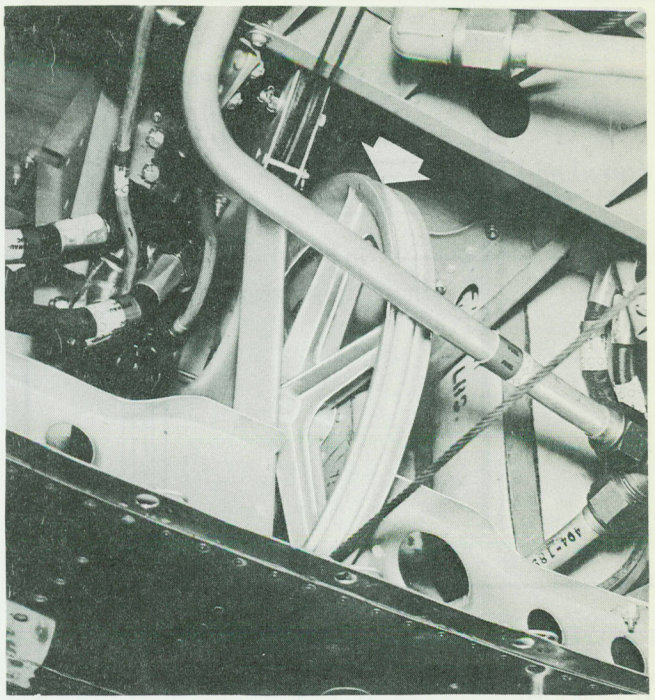
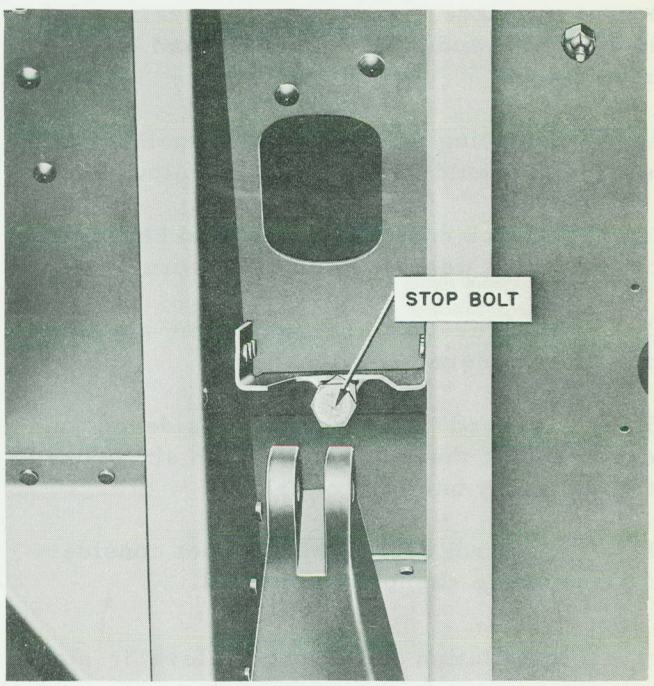
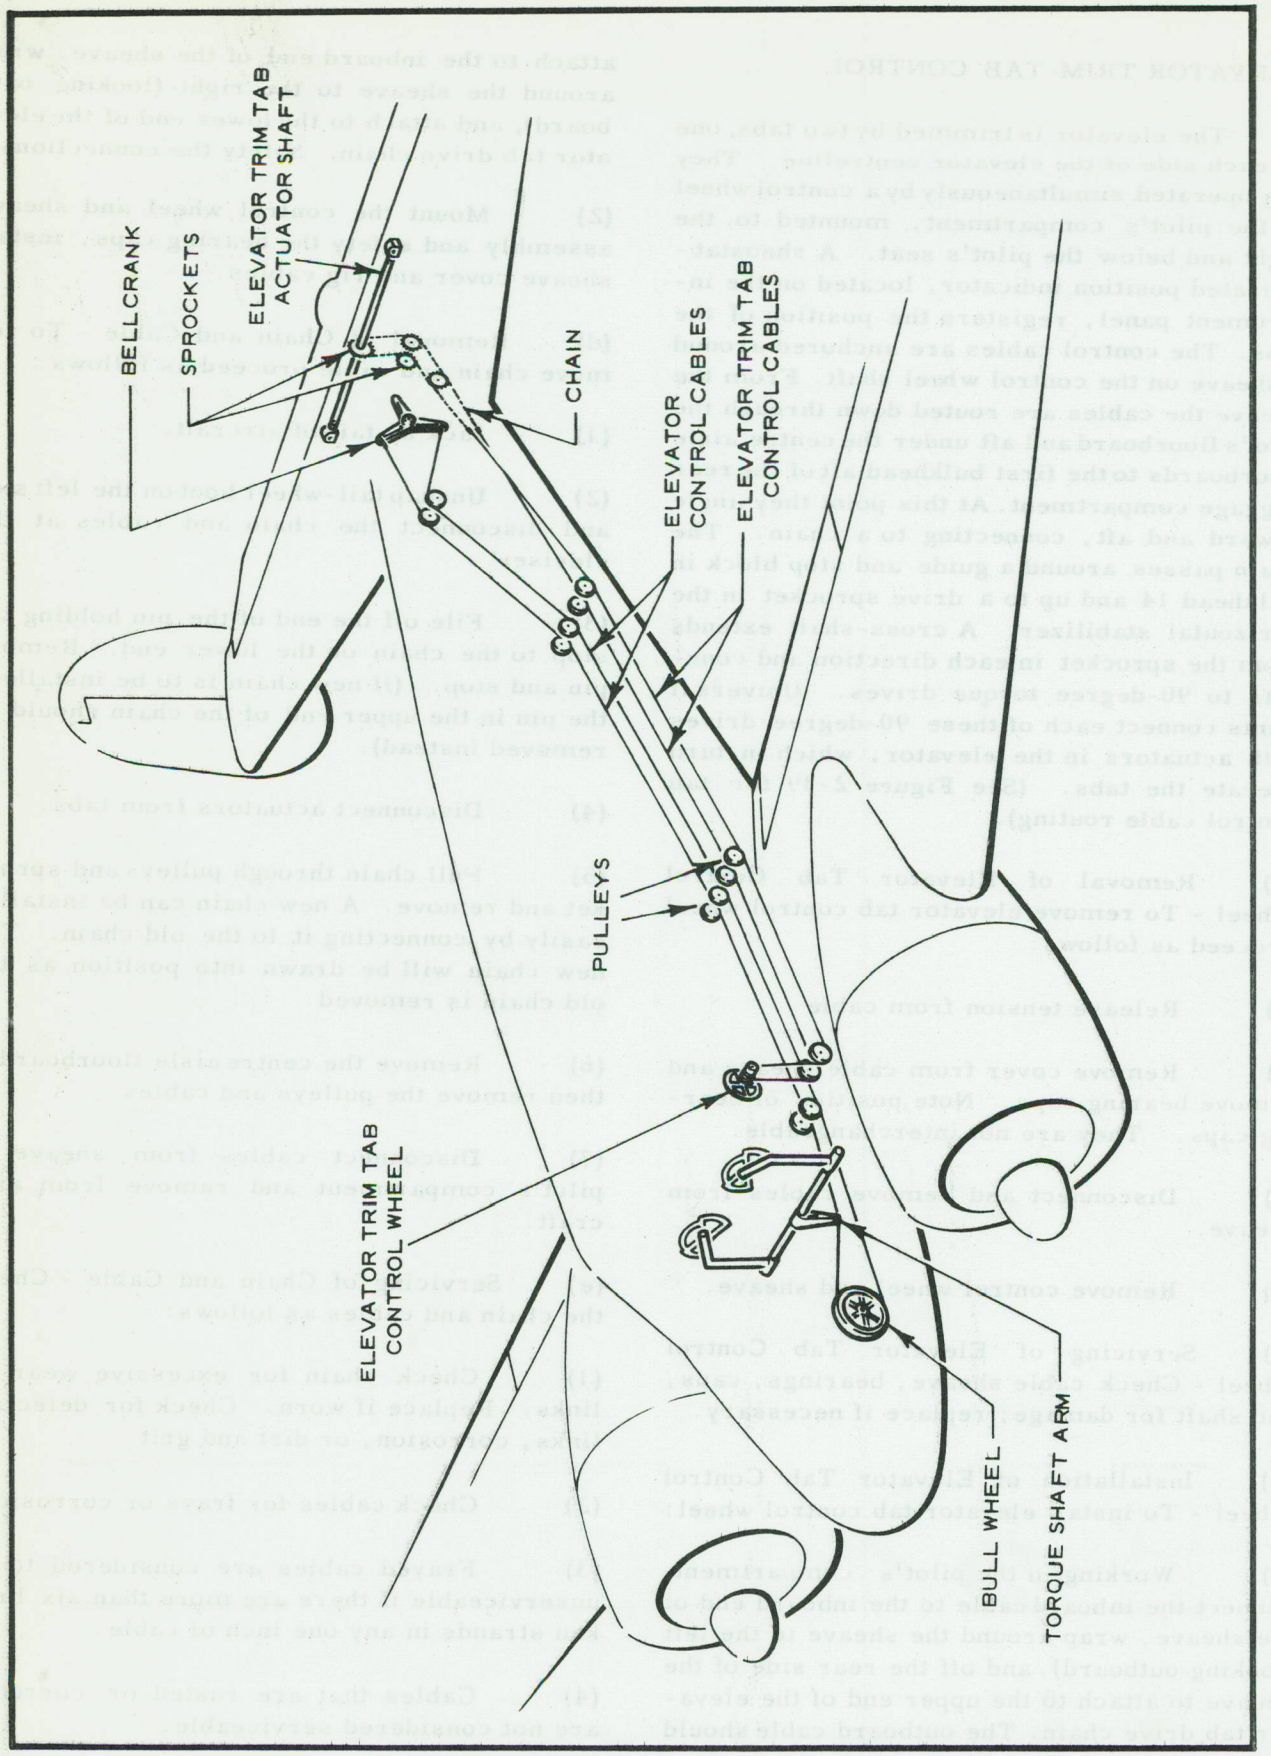

Figure 2-36 Elevator Control Bull Wheel
Figure 2-37 Elevator Travel Stop Adjustment
Figure 2-39 (Issue 1) Elevator Control System
6 The lower ends of the control columns are attached to an elevator torque shaft under the pilot's floorboards (Figure 2-39). A horn attached to the torque shaft actuates the elevator cables. One cable runs from the horn directly aft, while the other passes around a large bull wheel in the forward section of the aircraft and then aft (Figure 2-36). Both cables run under the fuselage floor near the centreline to Bulkhead 10. From this point they run aft and upward and attach to the elevator bell crank aft of Bulkhead 15. The travel of the elevator is controlled by adjustable stop bolts (Figure 2-37) which strike against the arms of the bell crank. The torque shaft incorporates a special universal joint to dampen vibration in the control columns. This joint should be checked for looseness or evidence of wear. Play in the universal joint will cause vibration in the control columns. Pulleys and cables should also be checked for wear and the presence of dirt and grit (Figure 2-39).
(1) Install the bull wheel underneath the floorboards (Figure 2-36).
(2) Connect the longer cable (5/32-inch diameter) to the front of the actuating horn on the torque shaft.
(3) Install the 5/32-inch diameter cable in the left-hand groove of the bull wheel, so the point of attachment is 20-1/2 inches from the end of the swaged terminal sleeve.
(4) Attach the shorter cable (3/16-inch diameter) to the aft side of horn and then route the cable aft under the floorboards.
(5) Install pulleys and cable retaining clevis pins.
(6) Connect the cables to the bell crank on Bulkhead 15. The 5/32-inch diameter cable should be connected to the lower arm of the bell crank. Connect the 3/16-inch diameter cable to the upper arm.
(7) Rig cables to the tension set in Table 2-1.
(3) The elevator travel may be adjusted by removing the tail cowling and adjusting the stop bolts (Figure 2-37) on the aft side of Bulkhead 15. Adjust the elevator to the settings given in Table 2-2.
(4) Check system for ease and smoothness of operation.
(5) Recheck cable tension and make any necessary adjustments. Safety all turnbuckles.
7 The elevator is trimmed by two tabs, one on each side of the elevator centreline. They are operated simultaneously by a control wheel in the pilot's compartment, mounted to the right and below the pilot's seat. A rheostat-operated position indicator, located on the instrument panel, registers the position of the tabs. The control cables are anchored around a sheave on the control wheel shaft. From the sheave the cables are routed down through the pilot's floorboard and aft under the centre aisle floorboards to the first bulkhead aft of the rear baggage compartment. At this point they angle upward and aft, connecting to a chain. The chain passes around a guide and stop block in Bulkhead 14 and up to a drive sprocket in the horizontal stabilizer. A cross-shaft extends from the sprocket in each direction and connects to 90-degree torque drives. Universal joints connect each of these 90-degree drives with actuators in the elevator, which in turn operate the tabs. (See Figure 2-39 for tab control cable routing).
(1) If old chain is to be reinstalled, begin with end of chain from which the stop has been removed and install as follows: run chain over the top of the pulley on Bulkhead 14, under the top sprocket on Bulkhead 15, over and around the drive sprocket in the horizontal stabilizer, and under the lower sprocket on Bulkhead 14 (see Figure 2-39 for tab cable routing).